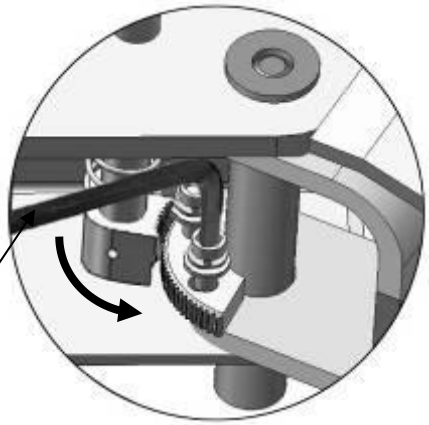
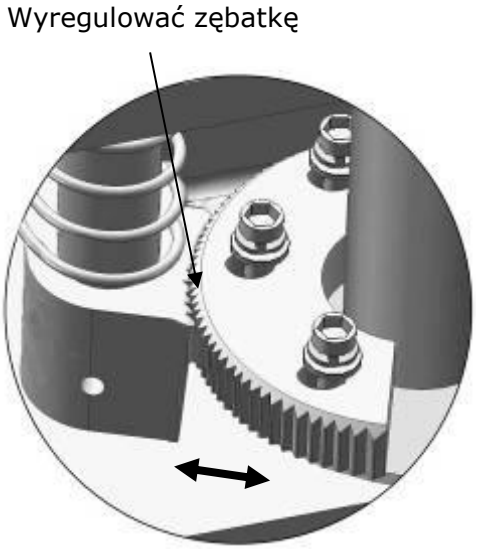
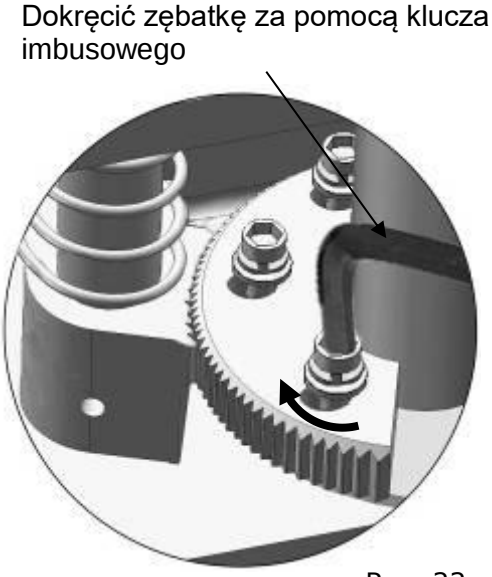

Rys. 20
Rys. 21
Rys. 22
1. Zamontować ramiona **(patrz rys .19)** przy wózkach opuszczonych do minimum. Następnie za pomocą klucza imbusowego 8# poluzować nakrętkę zabezpieczenia **(patrz rys. 20).** Wyregulować zabezpieczenie zgodnie z kierunkiem strzałki **(patrz rys. 21).** Wyregulować zębatkę I dokręcić śruby **(patrz rys. 22)**